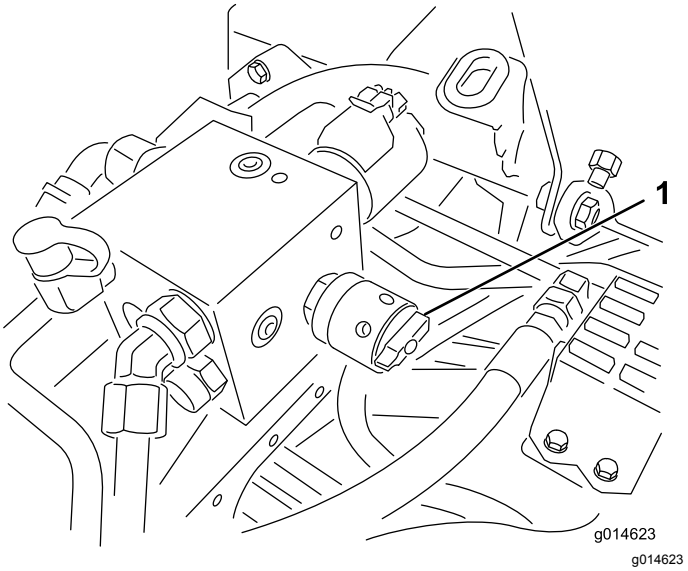

Figuur 50
6. Draai de toerentalregeling van de messenkooien op instelling 1 (Figuur 50).